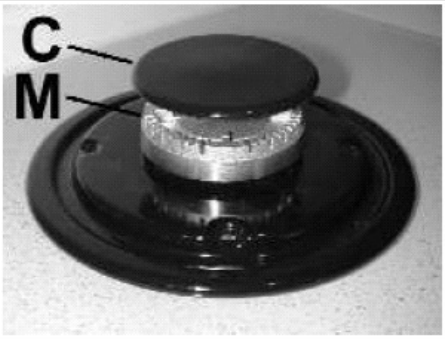
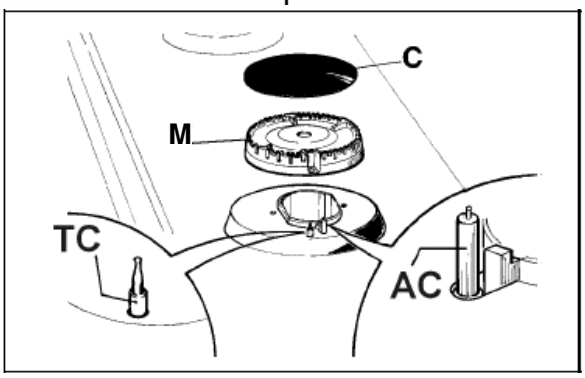

Fig. 11
Fig. 11b
The enamaled grids, enameled covers "A", "B" and "C", and burner heads "M" (see Figs. 11 and 11a) must also be washed and the ignition elements "AC" and safety cut-off sensors "TC" (see Fig. 11b) must be cleaned. Do not wash them in the dishwasher.
- Check that the holes in the burner heads "M" (Fig. 11) are not blocked by foreign bodies.
- Ensure that the enameled covers "A", "B" and "C" (Figs. 11 and 11a) are correctly positioned on the burner head. The covers are correctly positioned on the head when they are perfectly stable.